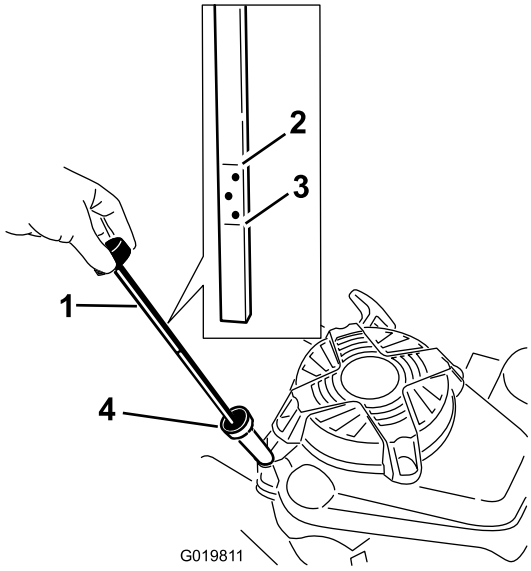

Figuur 4
3. Giet als het carter leeg is ongeveer 3/4 van de capaciteit van het oliecarter in de vulbuis (Figuur 4).
6. Lees het oliepeil af van de peilstok (Figuur 4).